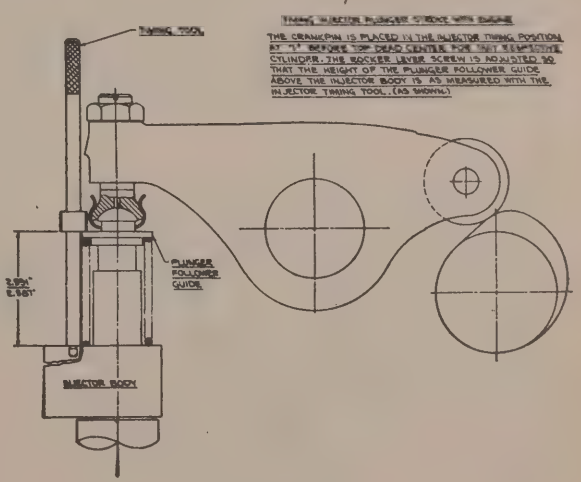

Fig. 1E
5. Time the injector plunger stroke of cylinder No. 1 with engine, by turning the crankshaft with the turning gear in the direction of rotation to bring No. 1 crankpin in the timing position at 7° before top dead center as indicated by the markings on the elastic coupling. By adjusting the rocker lever screws, set the injector with the special height gauge as shown in Fig. 1E.